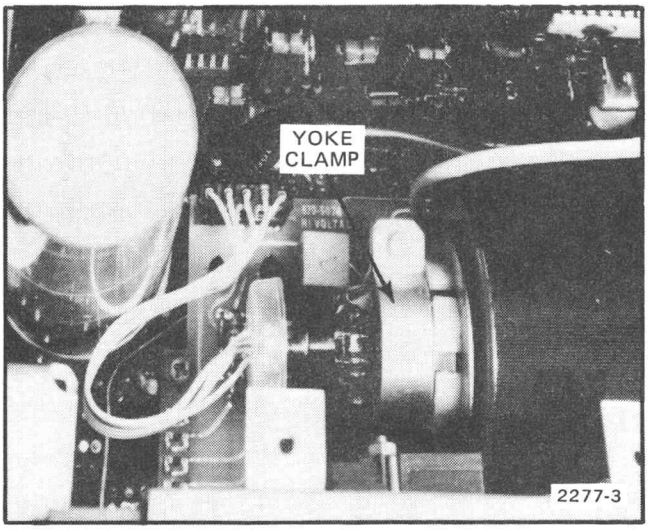

Fig. 3-6. Deflection yoke adjustment.
b. Loosen yoke clamp (Fig. 3-6).